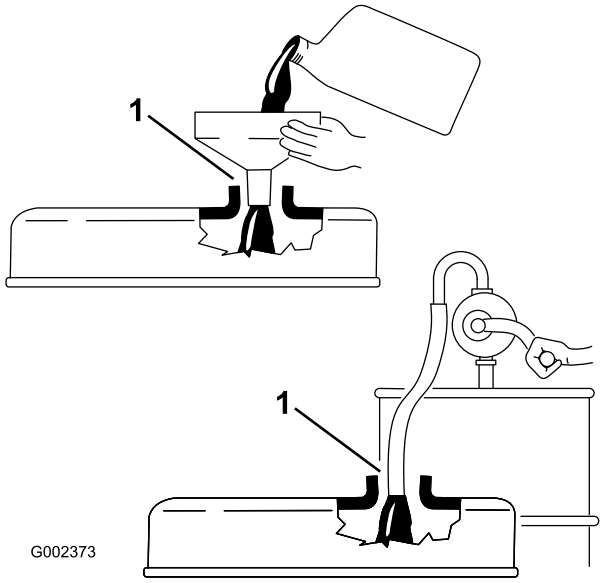

**Figur 24**
**Vigtigt: Sørg for, at målepinden er fjernet, når der fyldes olie på motoren. Når der tilsættes motorolie eller fyldes olie på, *skal der være* afstand mellem oliepåfyldningsenheden og påfyldningshullet i ventildækslet som vist i Figur 24. Denne afstand er nødvendig af hensyn til udluftning under påfyldningen, hvilket forhindrer olie i at løbe over og ned i ånderøret.**